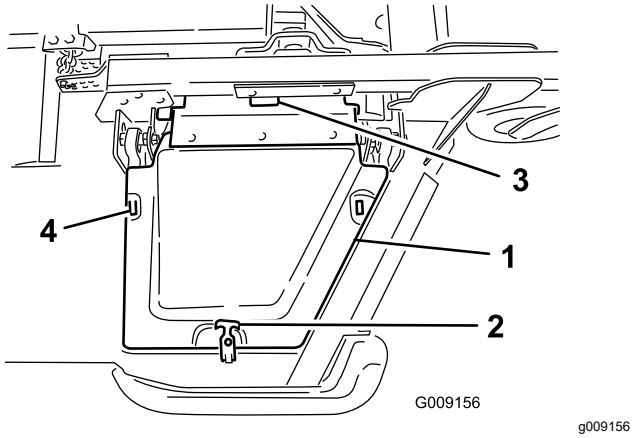

Figura 6
8. Instale la cubierta de la carcasa del ala y sujétela con el cierre de goma (Figura 6).